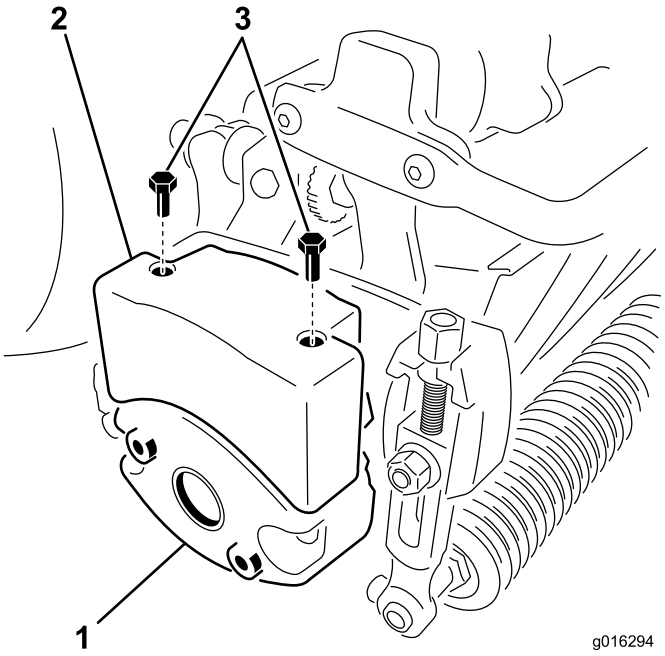

Figur 11
4. Ta bort de två bultar som fäster vikten på sidan av klippenheten (Figur 11).
6. Montera en övre vikt på klippenhetens vikt med två sexkantskruvar (Figur 11).